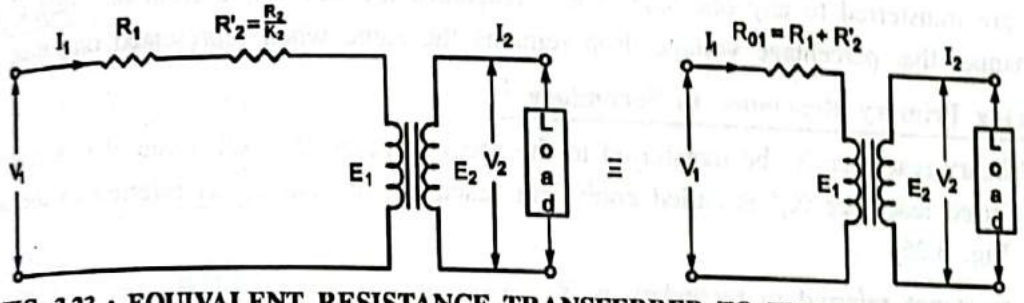

FIG. 3.23 : EQUIVALENT RESISTANCE TRANSFERRED TO THE PRIMARY SIDE
- Let the secondary resistance $R_2$ be transferred to the primary and the transferred resistance is $R_2'$. This is called equivalent resistance of secondary as referred as referred to primary as shown in Fig. 3.23.